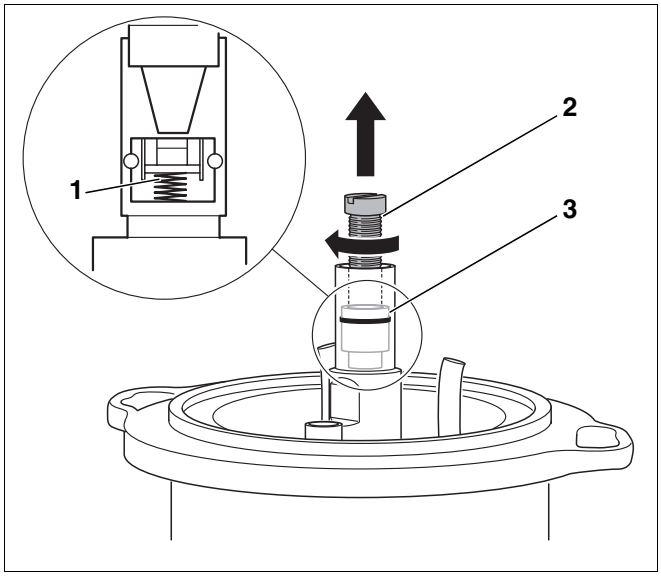

Afb. 36 Afsluitklep vervangen
De afsluitklep (afb. 36, **pos. 3**) in de olievoorverwarmer functioneert als een terugslagklep. Wanneer de oliepomp in werking is, drukt deze de stookolie door de afsluitklep. Als de pomp uitschakelt, sluit de afsluitklep af met een veer (afb. 36, **pos. 1**).
- Schroef de schroef M5 × 50 (afb. 36, **pos. 2**) vast en trek het afsluitventiel (afb. 36, **pos. 3**) eruit.